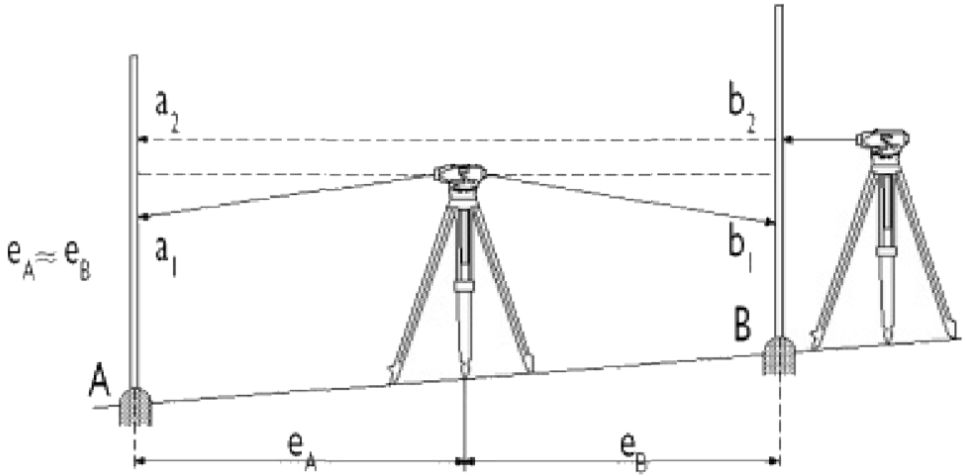

Рис. 6: Поверка горизонтальности линии визирования
1. Поверка: Установите инструмент посередине между двумя рейками, установленными в точках А и В приблизительно на расстоянии 30 – 40 м. Возьмите отсчет *a1* по рейке А и отсчет *b1* по рейке В (см. рис. 6). Из-за идентичных расстояний, разница по превышениям будет корректна, даже если линия визирования не отъюстирована. Теперь установите инструмент на расстоянии около 2 м от рейки В и возьмите отсчет *b2*. Вычисленное значение *c=b2+d* должно быть равно отсчету *a2* по рейке А, если линия визирования отъюстирована.